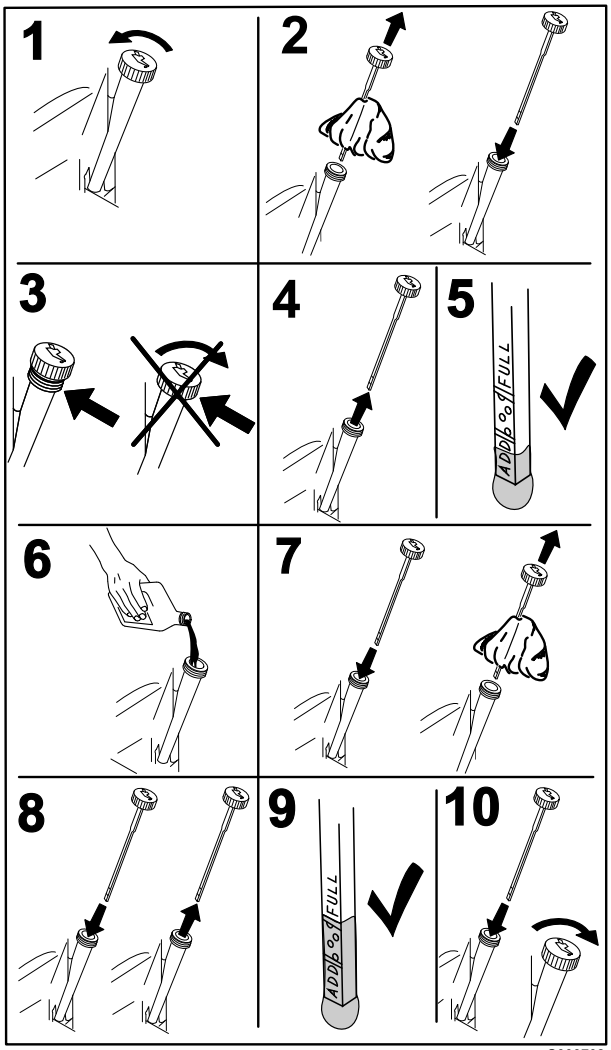

Figura 38
3. Para manter a sujidade, as aparas de relva, etc., fora do motor, limpe a área em torno da tampa de enchimento e vareta antes de a remover (Figura 38).